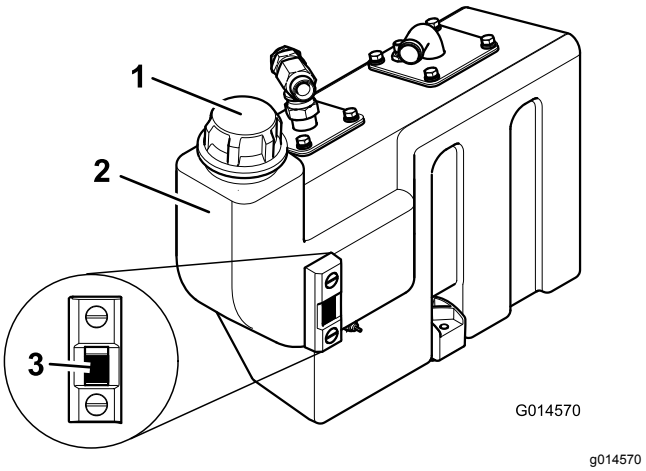

Figur 55
3. Hvis der er behov for mere hydraulikolie, rengør da området omkring påfyldningsstudsen og hydrauliktankens dæksel (Figur 55), og fjern dækslet.